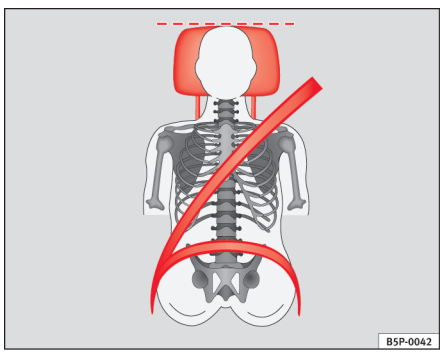
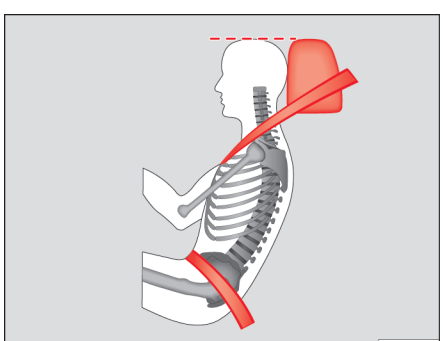

Fig. 3 Korrekt indstillet hovedstøtte set forfra
Fig. 4 Korrekt indstillet hovedstøtte set fra siden
– Indstil hovedstøtterne således, at hovedstøttens øverste kant er på højde med den øverste del af dit hoved eller mindst i øjenhøjde ⇒ fig. 3 og ⇒ fig. 4.